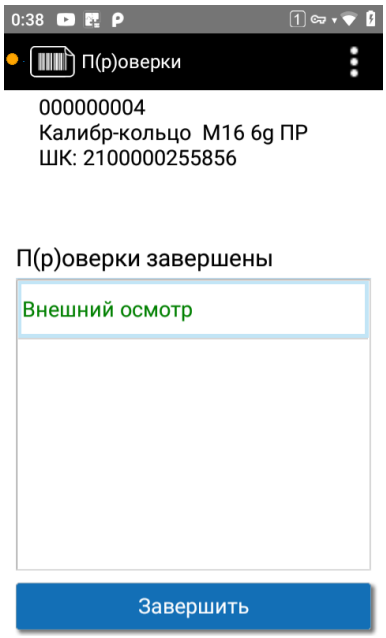

Рисунок 136. П(р)оверки завершены
4. Выполненные проверки выделяются зелёным, после последней появляется надпись: «П(р)оверки завершены» (см. Рисунок 136). Нажмите «Завершить».